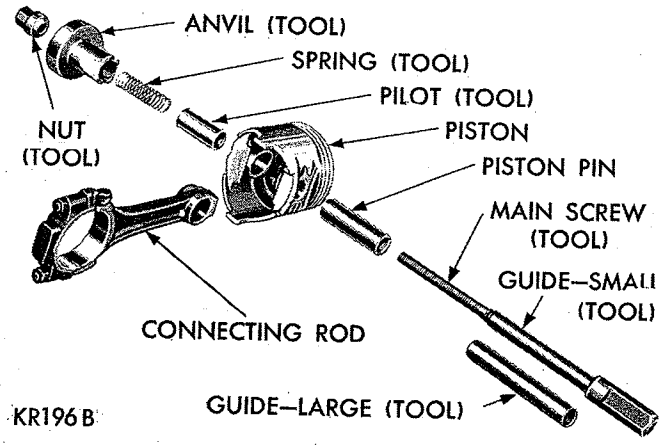

***Fig. 44—Tool Arrangement for Installing Piston Pin Tool C-3684***
(1) Test piston pin fit in the piston. It should be a sliding fit in the piston at 70 degrees F. Piston pins are supplied in standard sizes only.
(2) Lubricate piston pin holes in the piston and connecting rod.
(3) Arrange Tool C-3684 parts for installation of piston pin (Fig. 44).
(4) Install spring inside the pilot and install spring and pilot in the anvil. Install piston pin over main screw.
(5) Place piston, with "front" up, over the pilot so pilot extends through piston pin hole.
(6) Position connecting rod over the pilot which extends through piston pin hole.
(7) Install main screw and piston pin in piston, (Fig. 44).